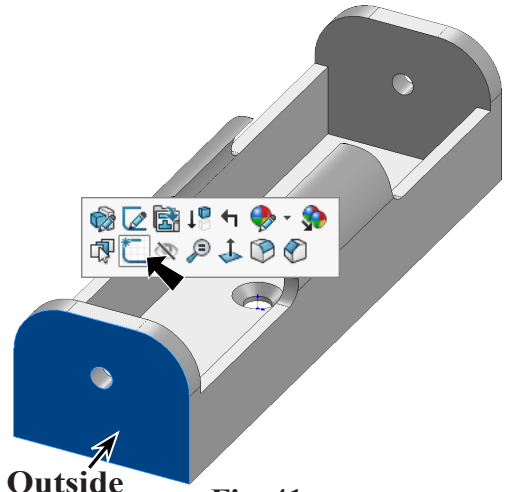

Fig. 41
Step 1. Click **outside front face of holder** and click **Sketch** on the context toolbar, **Fig. 41**.